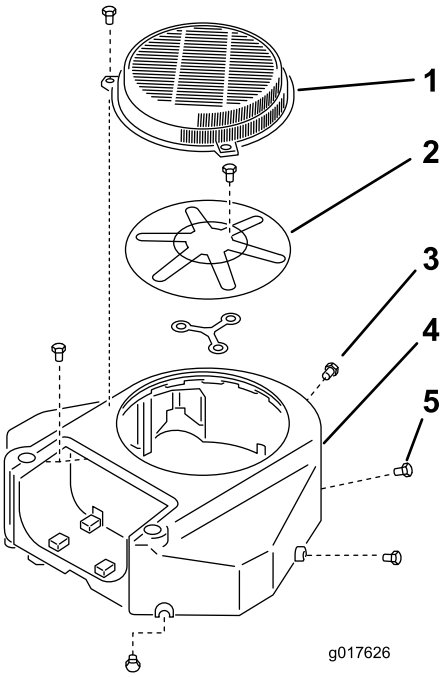

Figura 62
3. Togliete la griglia della presa d'aria e la sede della ventola (Figura 62).
5. Installate la griglia della presa d'aria e la sede della ventola (Figura 62).